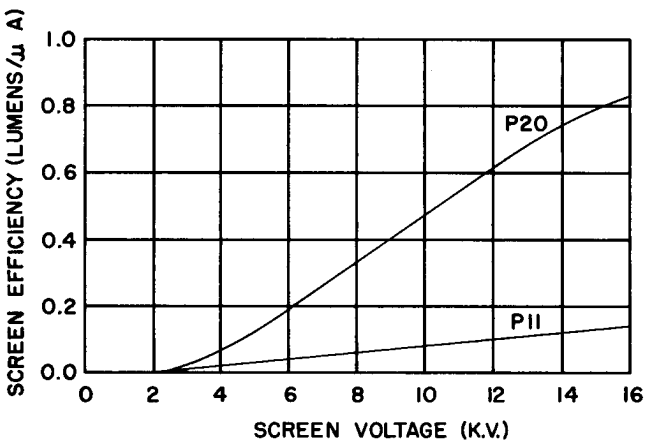

FIGURE 3
11. The luminous efficiency figures given are in terms of total lumens emitted by the phosphor per microampere of bombarding current at a phosphor screen potential of 10 kilovolts. For efficiency values at other voltages, refer to Figure 3.